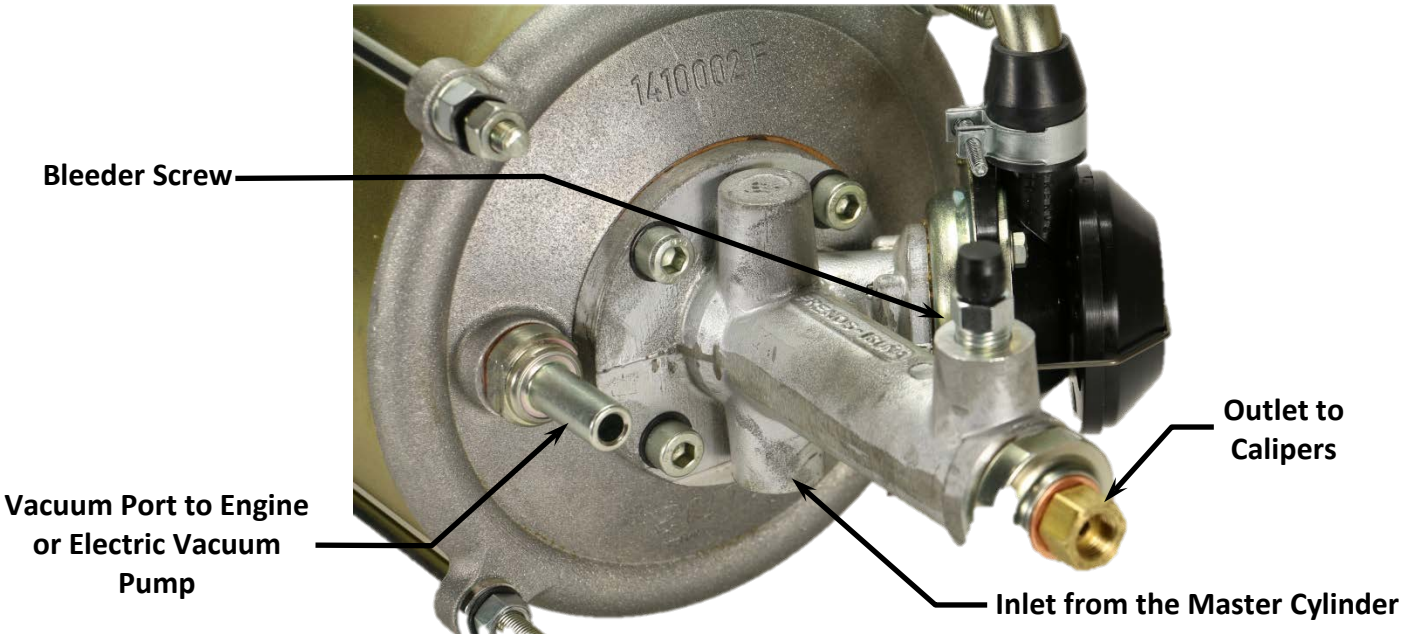

Figure 1 – Port Locations
- When plumbing the unit, the front brake port on the firewall mounted master cylinder will go from the master cylinder to the Inlet port on the booster. The Outlet will then route from the booster to the front brake calipers. See Figure 1 below for port locations. It does not matter which side is plumbed for the front or rear. For vacuum, connect both halves of the booster together with vacuum hose and a vacuum “T” and then connect to the engine or an electric vacuum pump.